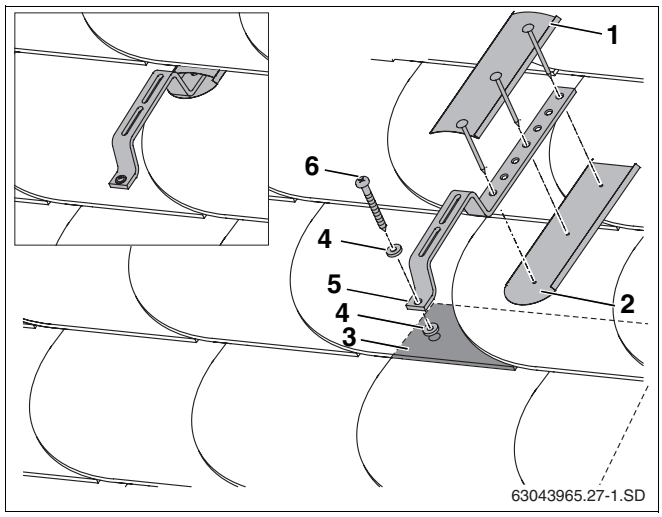

Rys. 26 Montaż na dachu krytym gontem/łupkiem
W przykładzie pokazano montaż haka specjalnego oraz wykonanie uszczelnienia z blach (rys. 26, **poz. 1** i **2**) (nie wchodzących w zakres dostawy) na dachu krytym gontem/łupkiem.
- Zamontować hak specjalny (rys. 26, **poz. 5**) i uszczelkę (rys. 26, **poz. 4**) na dachu krytym gontem/łupkiem, używając śruby (rys. 26, **poz. 6**).
- Aby miejsce było szczelne, pod i nad hakiem specjalnym należy zamontować blachy (rys. 26, **poz. 1**, **2**), blacha nie wchodzi w zakres dostawy.
Hak specjalny musi z przodu leżeć na pokryciu wielowarstwowym (rys. 26, **poz. 3**).